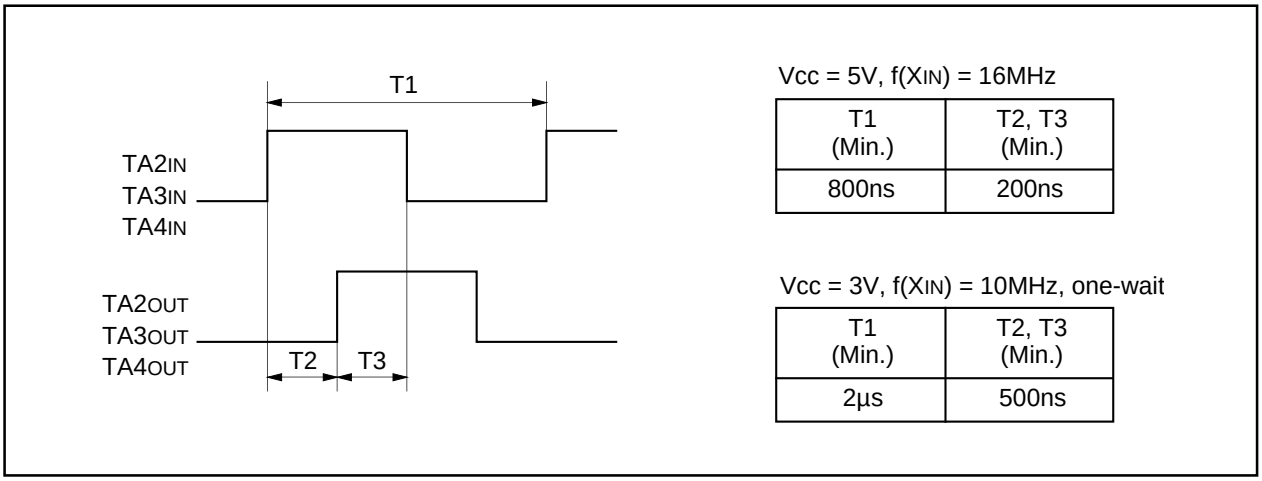

Figure 2.2.30. Standard of 2-phase pulses
(3) Please note the standards for the differences between the 2 pulses used in the 2-phase pulse signals input signals to the TAiIN pin and TAiOUT pin (i = 2, 3, 4), as shown in Figure 2.2.30.
(4) When free run type is selected, if count is stopped, set a value in the timer Ai register again.